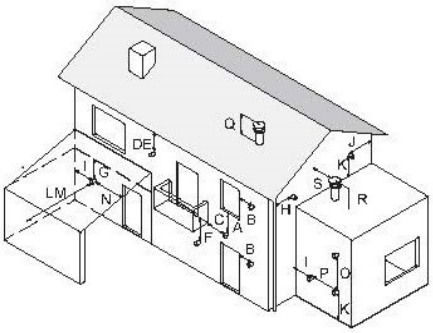

Рисунок 5.9
• устанавливать с соблюдением минимальных расстояний Рисунок 5.9 и действующего национального и местного законодательства.